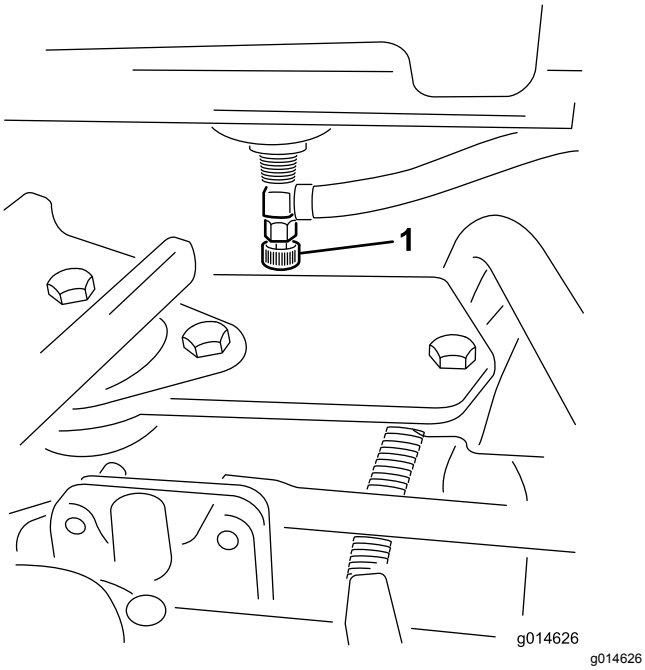

Figuur 33
1. Sluit de brandstofafsluitklep (Figuur 33) onder de brandstoftank.